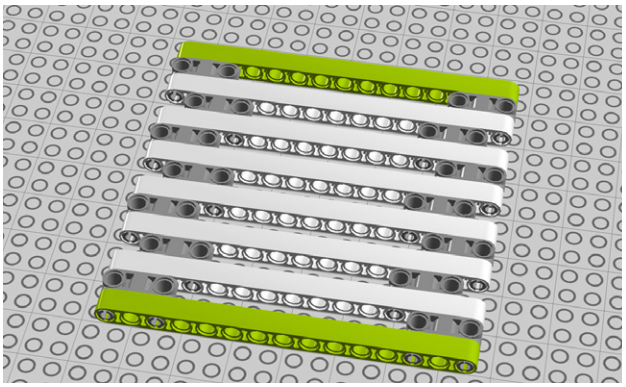

Figure 8-12. *Step 7: Two more 15M beams*
7. Add two more 15M beams (Figure 8-12).